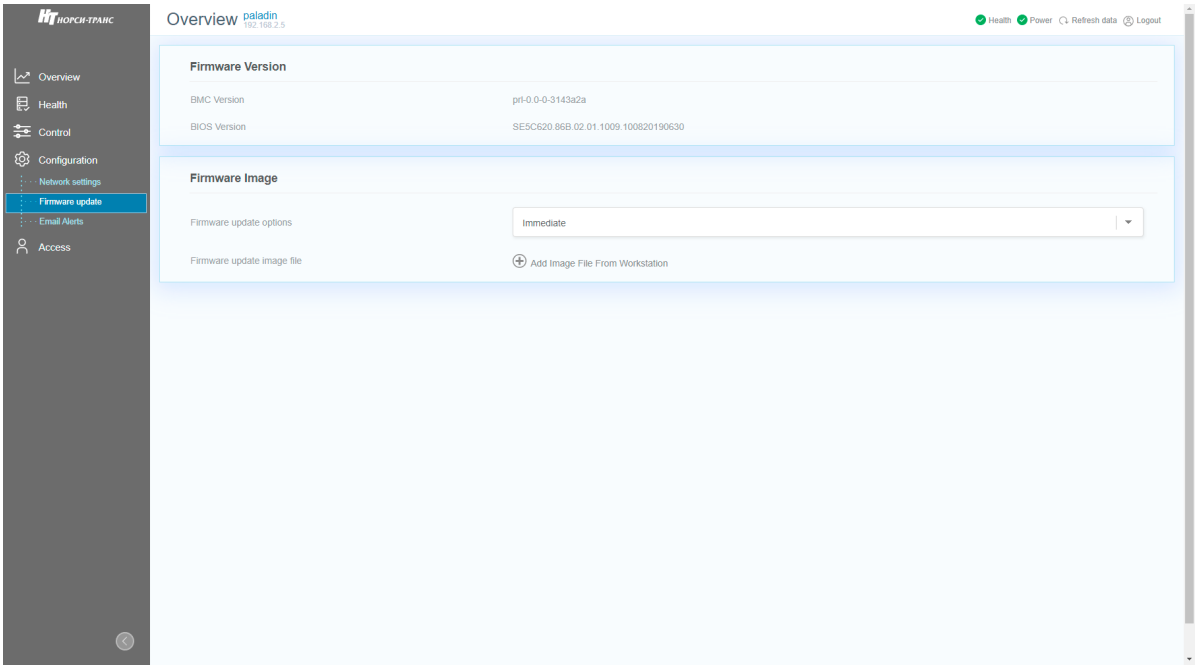

Рис. 83. Меню Firmware update
2) Пройдите во вкладку «Configuration» → «Firmware update». Окно показано на рис. 83 Меню Firmware update.